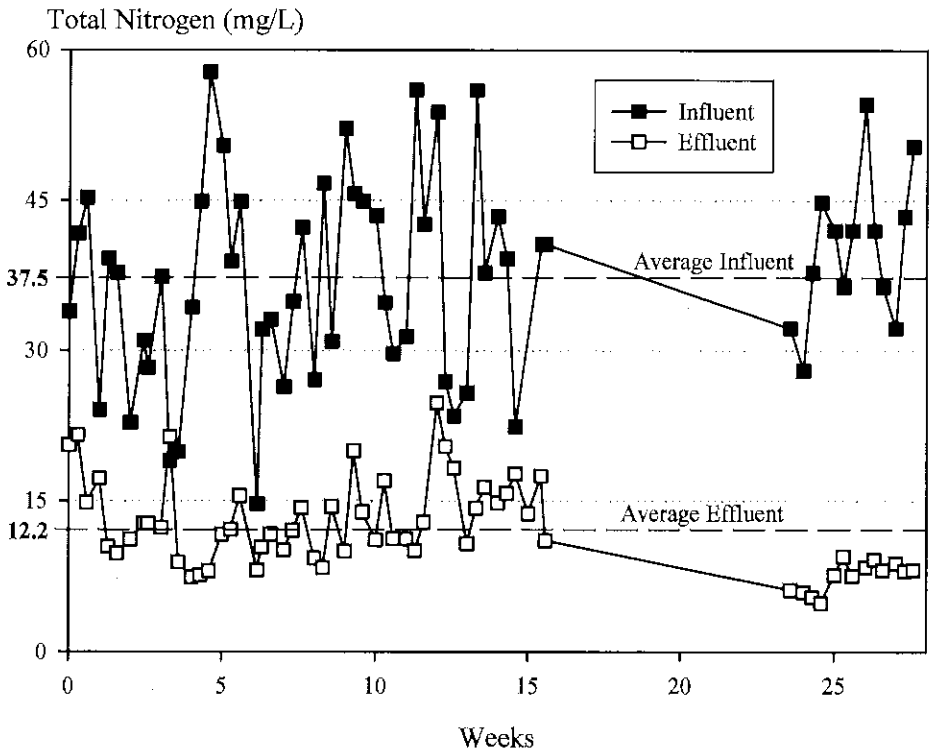

Figure 7: Total Nitrogen
Total Nitrogen (TN) is the sum of the total Kjeldahl nitrogen (TKN), nitrite (NO_2) and nitrate (NO_3) in a sample, and is expressed as mg/L as N. The TN results over the entire evaluation are shown in Figure 7.